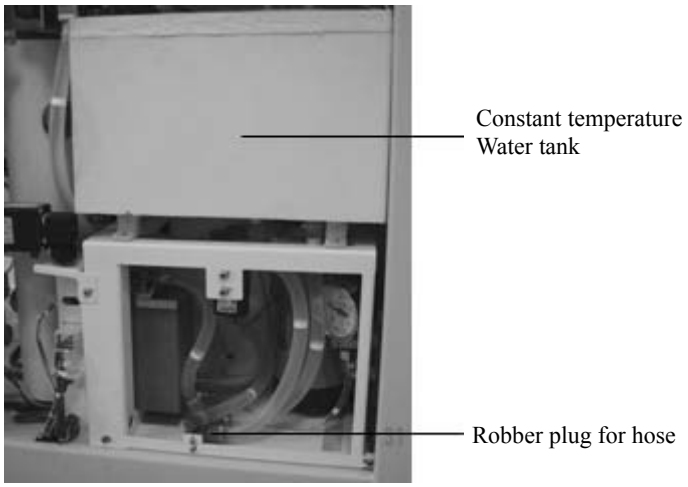

Figure 10-4-35
c)Pull out the rubber plug of the hose, as Figure 10-4-35 shows: